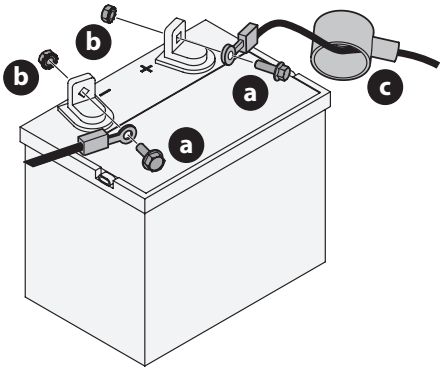

Fig. 12
1. If present, remove the plastic cover from the positive battery terminal. Attach the red connector to the positive battery terminal (+) using the bolt (a) and hex nut (b) (Fig. 12).
2. Position the red rubber boot (c) over the positive battery terminal to help protect it from corrosion (Fig. 12).
3. If present, remove the plastic cover from the negative battery terminal and attach the black cable to the negative battery terminal (–) with the bolt (a) and hex nut (b) (Fig. 12).